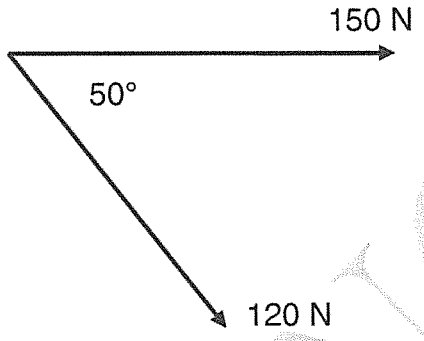

FIGURE 2
5.4 Determine, by means of the parallelogram of forces, the magnitude and direction of the equilibrant of the concurrent coplanar forces shown in FIGURE 2, ADDENDUM A (attached). (6)